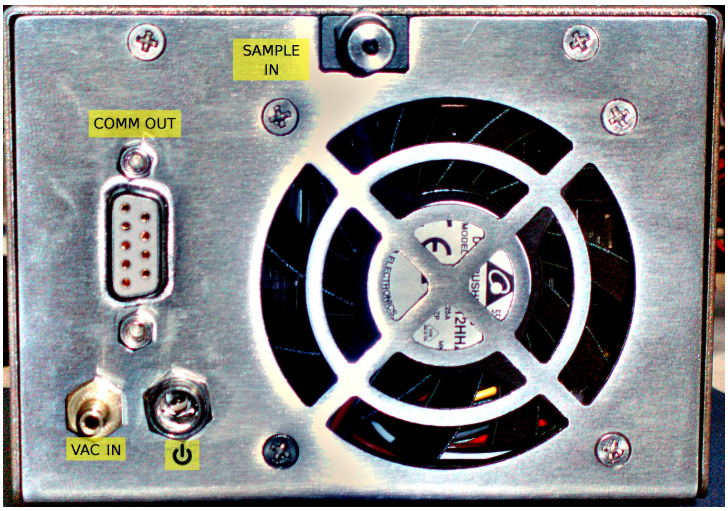

Figure 5: Back of TAP
The 1/8 inch barb fitting on the back of the TAP (figure 5), labeled VAC IN, needs to be connected to a vacuum pump capable of pulling 2 LPM at 9"Hg. **Oscillations and disruptions in the vacuum source may cause the filter to oscillate and affect the measurements**. A suitable pump may have been optionally purchased with the instrument. The sample line should be connected to the SAMPLE IN port. A $\frac{1}{4}$-inch barb is included pre-installed on the instrument, or the underlying 10-32 threads may be used to adapt to other fittings.
The included AC adapter has an input voltage of 100-240 Volts ~1 AMP, 50-60 Hertz and an output of 24 Volts at 3 AMP. Replacement AC power cords are available for various wall plug styles. Insert the connector from the AC adapter into the TAP (figure 5) and connect to power source. **Ensure the barrel plug is fully seated in the connector before connecting the instrument to a computer.**
1. Plug the serial-to-USB connector into the instrument and the computer (figure 5). **Failure to tighten the thumb screws on the COM cable may result in loss of communication with PC.**